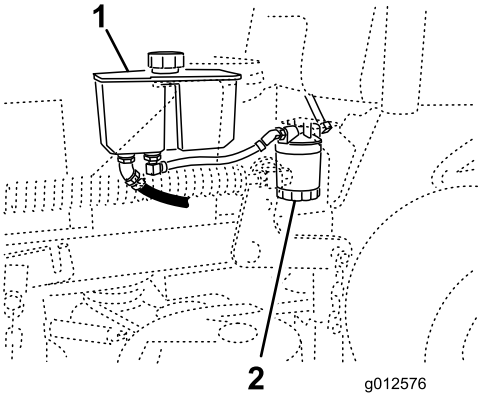

Bild 74
3. Stellen Sie eine Auffangwanne unter den Filter (Bild 74).